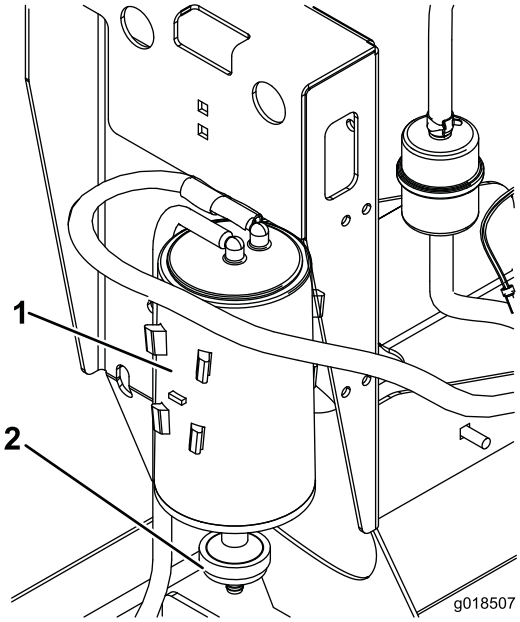

Figuur 17
2. Verwijder het luchtfilter van de koolstofhouder en gooi het weg (Figuur 17).